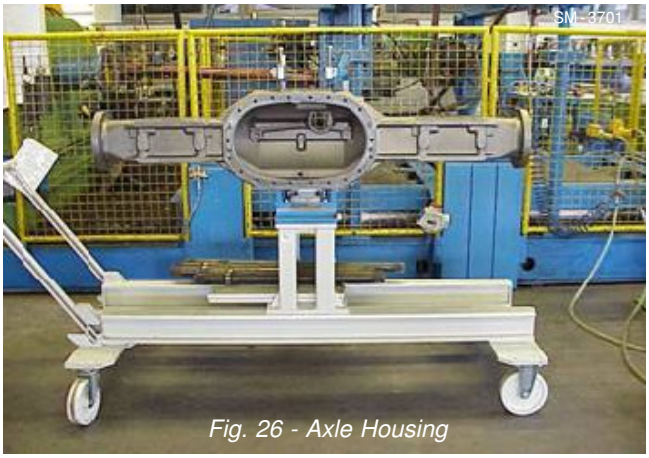

Fig. 26 - Axle Housing
28. Taking the axle housing (1), using a suitable fixture, secure the axle in place. Refer to Figure 26.